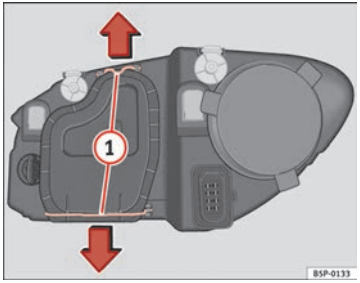

Abb. 190 Abblendlicht
– Verschieben Sie die Streben ⇒ Abb. 190 (1) in Pfeilrichtung und nehmen Sie den Deckel ab.